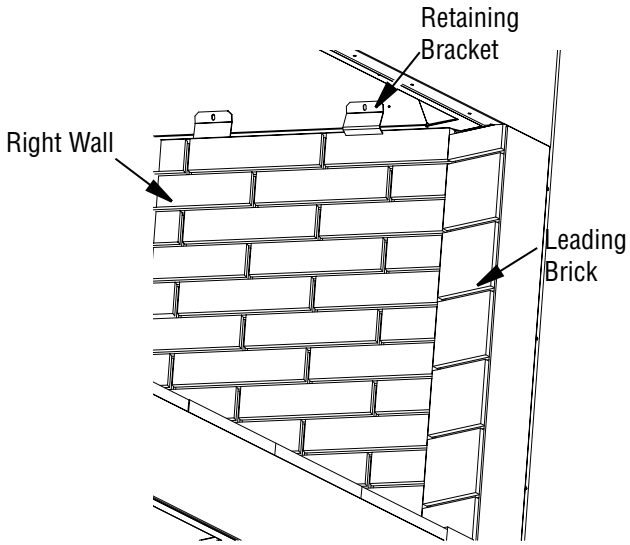

Figure 33 - Installing Side Walls
4. Secure the firebrick wall using 2 of the retainers provided. The bracket will slip underneath the metal lip on the top of the wall and screw into the inner dome of the fireplace *(**Figure 33**)*.